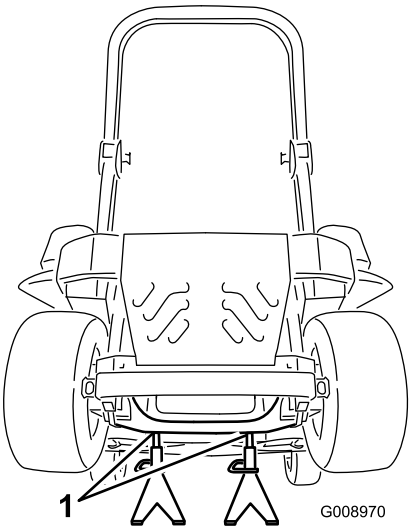

**Figure 82**
3. Soulevez la machine sur des chandelles (Figure 82).
9. Retirez les chandelles et abaissez la machine (Figure 82).